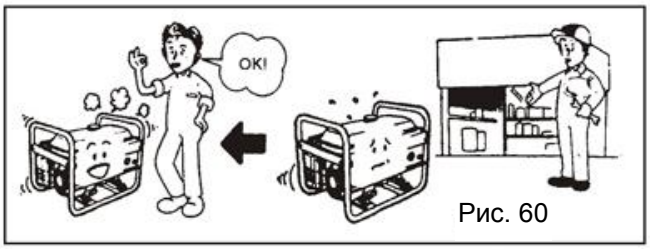

Рис. 60
9.2.3 Якщо після цих перевірок проблема все ще існує, зверніться до вашого дилера за допомогою (Рис. 60).